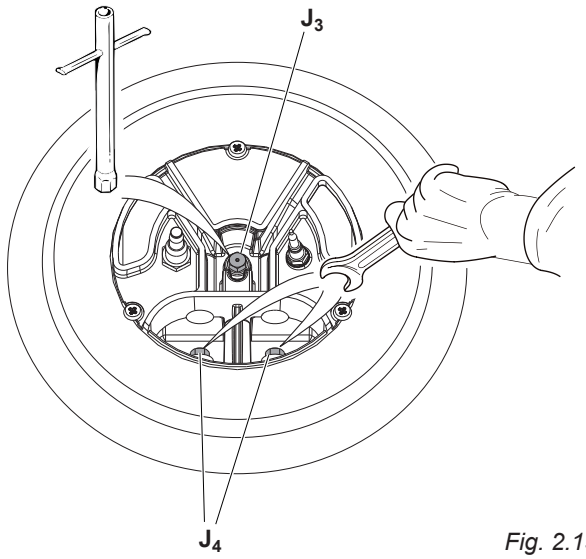

Fig. 2.13
(1) Power calculated only with inner crown operating
(2) Power calculated with inner and outer crown operating
(3) inner crown (“**J_3**” in figure 2.13)
(4) outer crown (“**J_4**” in figure 2.13)